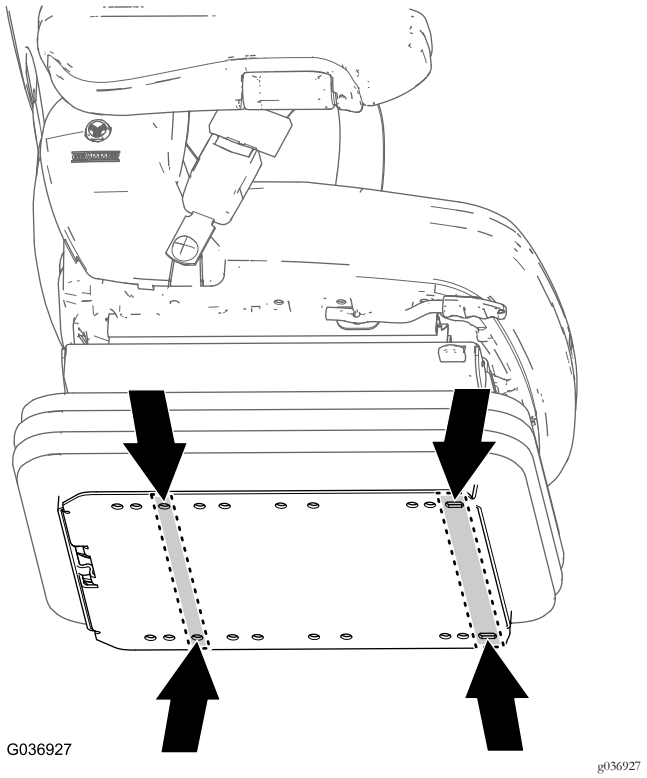

Figur 13
1. Du finner setemonteringshullene for den nye maskinen (Figur 13) på bunnplaten til det nye setet.